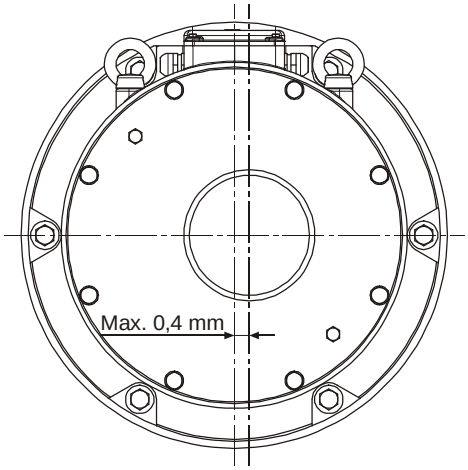

Bild 4
- ❑ Die Exzentrizität des Wellenstumpfes gegenüber dem Befestigungslochkreis darf 0,4 mm nicht übersteigen (Bild 4).